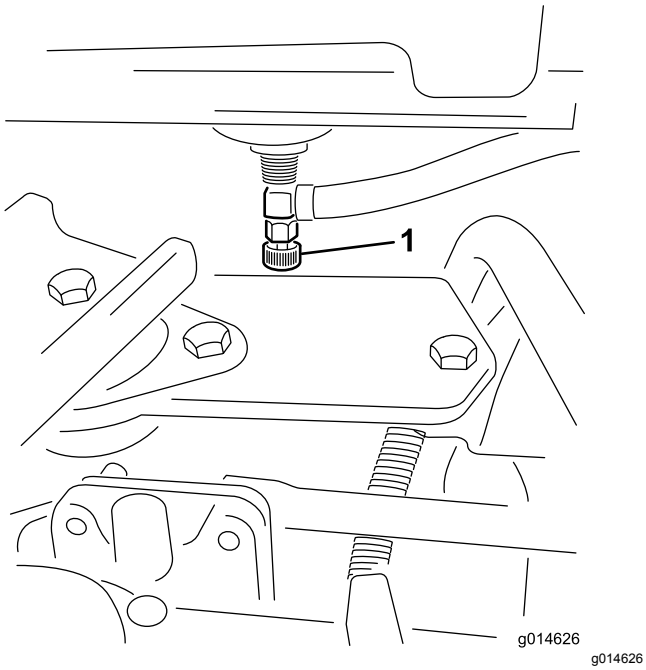

**Figur 47**
1. Lukk igjen drivstoffventilen på drivstofftanken (Figur 47).